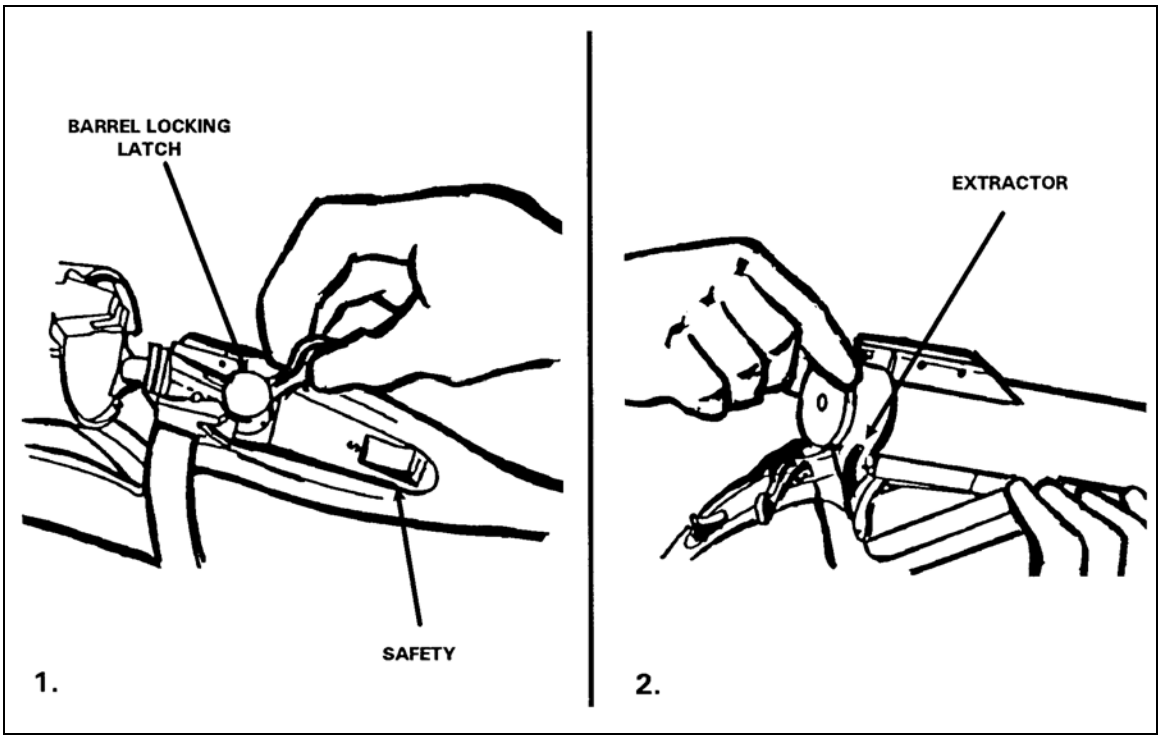

Figure A-13. Loading the grenade launcher.
a. **Loading**. To load the weapon (Figure A-13)--
(1) Move the barrel locking latch as far to the right as possible.
(2) Insert a round into the chamber, ensuring the extractor contacts the cartridge case rim.
(3) Close the weapon.
(4) Place the weapon on SAFE.